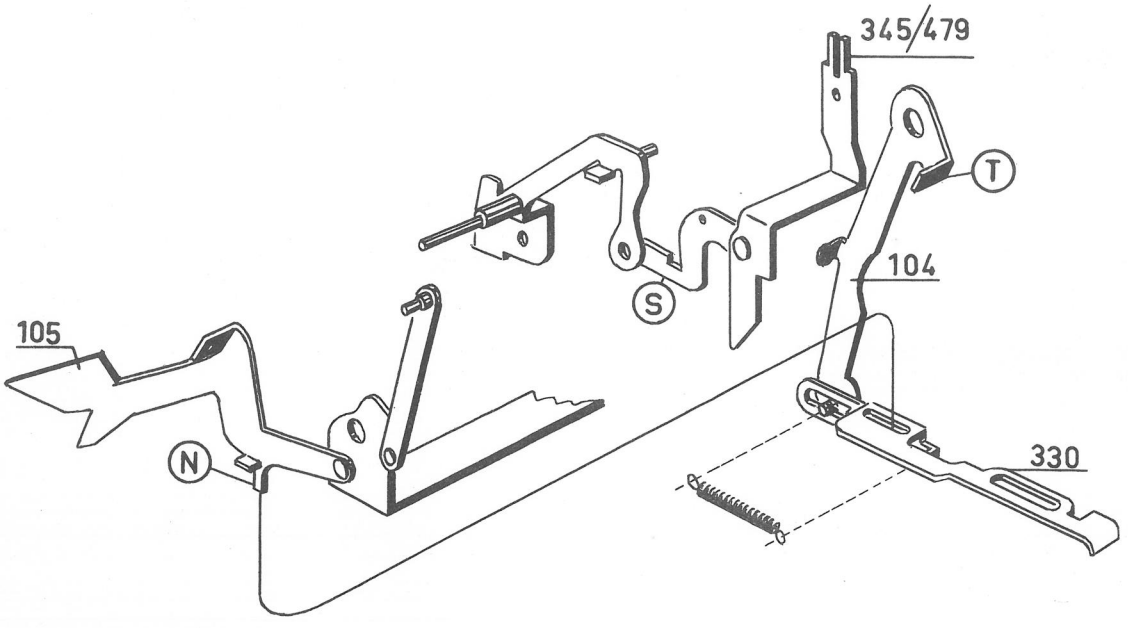

Fig.38a
10/ Betätigt man eine der Rep-Tasten (345/479,Fig. 38a), so drückt die Kante (S) auf den Winkel(T) des Einstellers(104) und dieser wird rückwärts geführt. Der Einsteller ist durch eine Feder mit der Zehnersprungkupplung (330) verbunden und zieht diese soweit mit, dass sie den Zapfen (N) des Hebels (105) in ihrem Langloch aufnimmt. Die Zehnersprungkupplung wird also während des Rep-Maschinenzuges nicht beeinflusst, wodurch ein Zehnersprung vermieden wird.